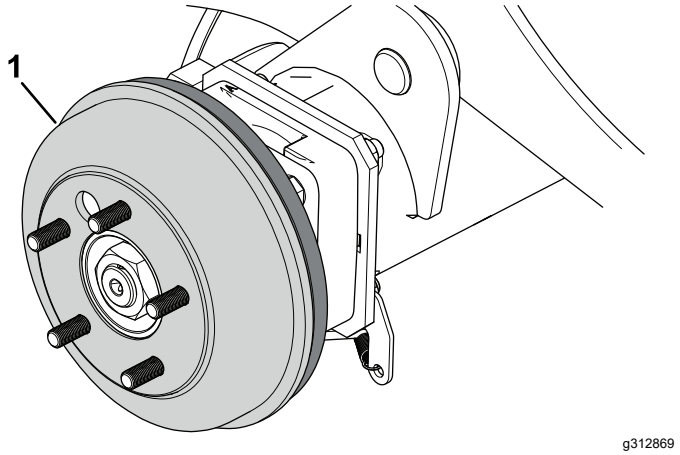

Figura 71
4. Rimuovete manualmente i tamburi del freno (Figura 71).